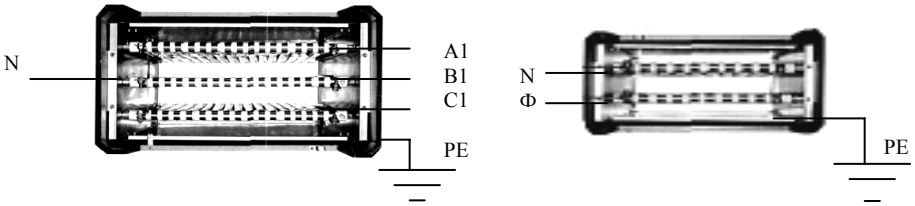

Рис. 2 Монтажная схема подключения ЭН
*5.*4. Подключение ЭНУ необходимо выполнить в соответствии с рис.2. Провода, подключаемые к ЭНУ, включая нулевой рабочий и нулевой защитный, должны быть в термостойкой изоляции, сечениями не ниже, указанных в разделе 2 настоящего руководства. Концы проводов, подключаемые к ЭН и ПУ должны быть либо облужены, либо оборудованы наконечниками. *В 3-х фазных печах ошибочное подключение фазного провода на нулевой контакт (клемму) приведет к выходу из строя двух нагревателей (рамок).*